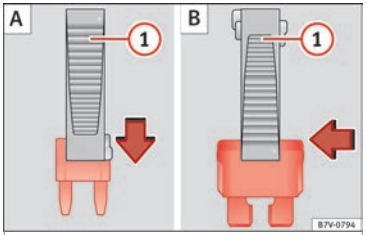

Afb. 62 Een zekering plaatsen of verwijderen.
- *Kleine zekeringen*: plaats de klem van bovenaf ››› afb. 62 **A**.
- *Grotere zekeringen*: schuif de klem zijdelings op de zekering ››› afb. 62 **B**.